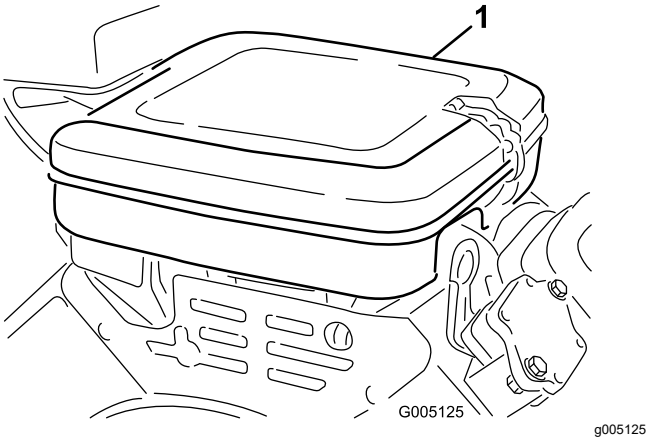

Figura 40
1. Limpie la cubierta del limpiador de aire (Figura 40).